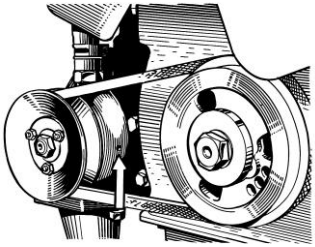

Рис. 24. Дренажное отверстие
6. Следить за исправностью уплотнения крыльчатки водяного насоса, имея в виду, что жидкость, просочившаяся в подшипники водяного насоса, выводит их из строя. О неисправности уплотнения свидетельствует течь жидкости из дренажного отверстия (рис. 24) на корпусе водяного насоса, закупоривать которое нельзя.